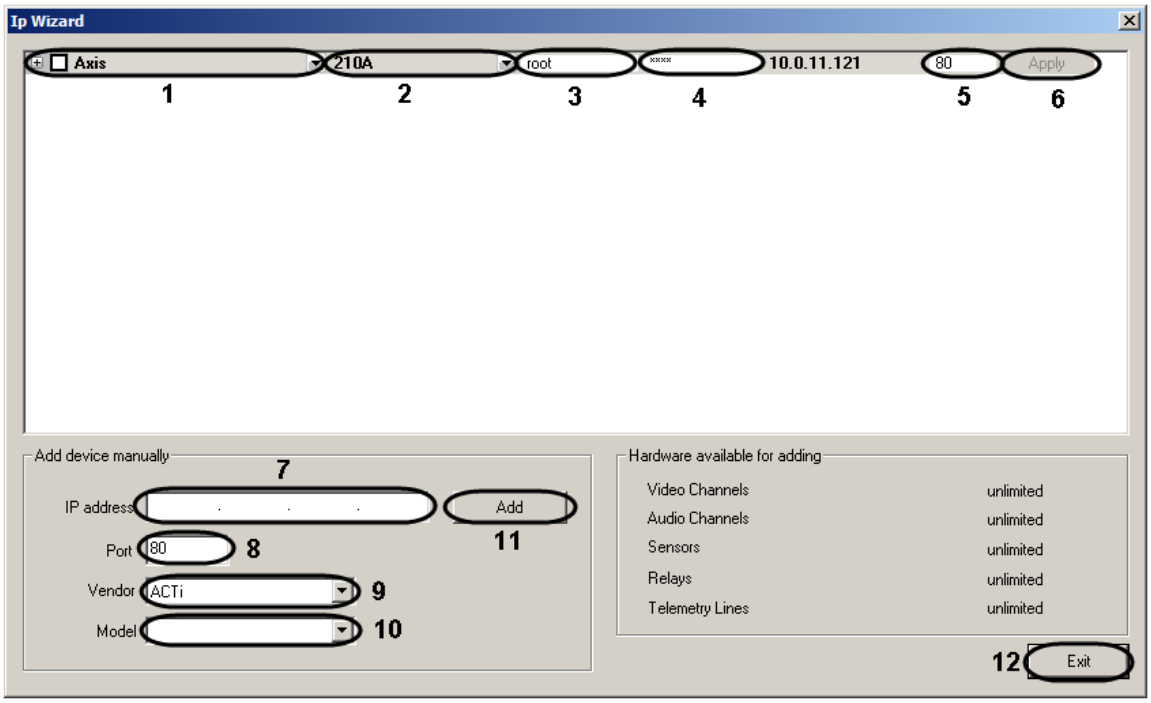

Figure 3.2—5 The IP Wizard window
4. Check up the vendor (Figure 3.2—5, 1) and model (Figure 3.2—5, 2) for found IP device. Make changes if necessary by opening corresponding dropdown list (use button) and changing required value.